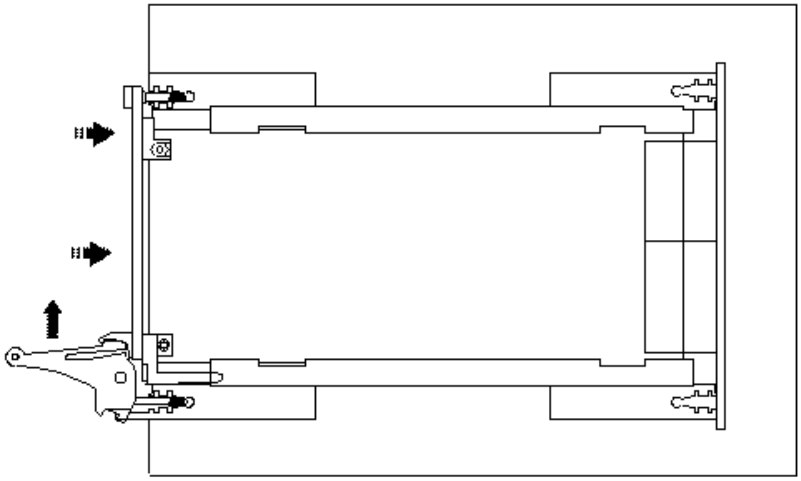

**Figure 3-3: Ejector handles position after module insertion**
5. After you feel resistance, push in the ejector handles as shown in Figure 3-3 to secure the module into the frame.